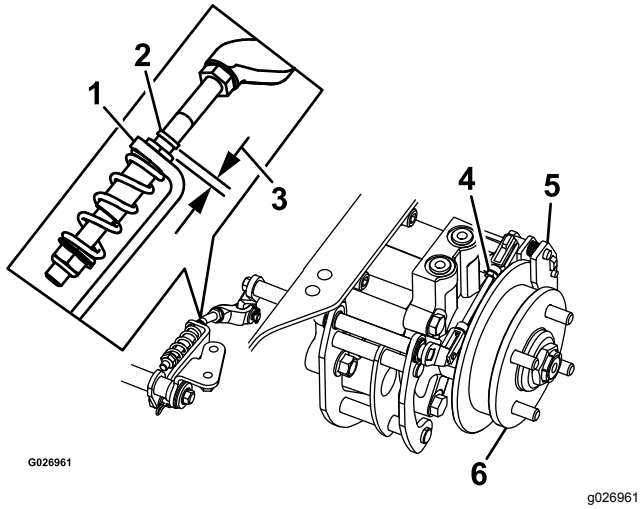

**Figuur 89**
7. Controleer of er ruimte zichtbaar is tussen de L-beugel en de aanslag van de koppeling (Figuur 89).